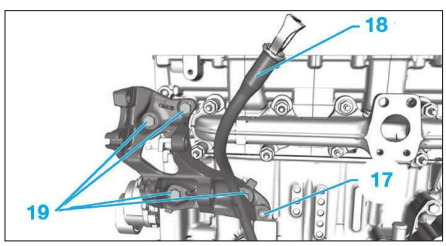
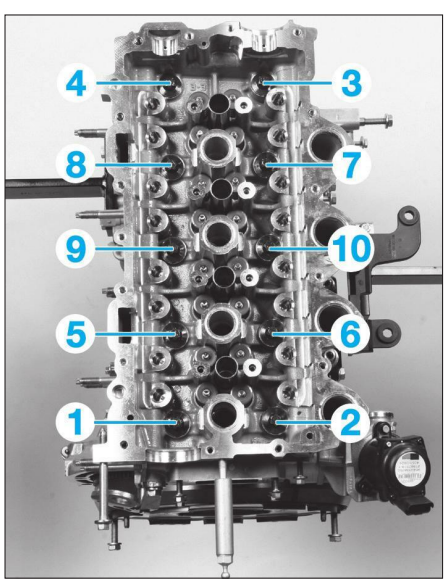
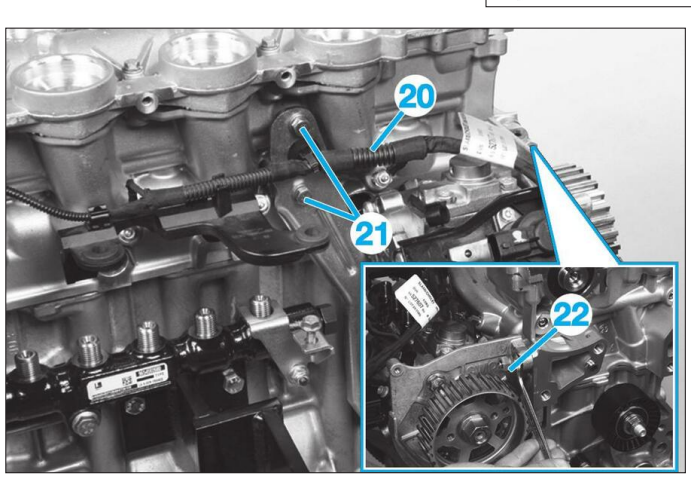

**Fig. 79**
**Fig. 81**
**Fig. 80**
- l'échangeur thermique de recyclage des gaz d'échappement (10),
- la vanne EGR (11),
- la courroie d'accessoires (12),
- la courroie de distribution (13),
- la pompe de direction assistée (14) (voir chapitre "Direction"),
- le boîtier de sortie d'eau (15),
- les arbres à cames (16),
- le guide (17) de la jauge à huile (18) **(Fig.79)**,
- les vis du support (19),
- le faisceau des bougies de préchauffage (20) **(Fig.80)**,
- les vis (21) du support arrière de pompe haute pression,
- le goujon de fixation supérieur (22),
- les vis de fixation de la culasse dans l'ordre indiqué **(Fig.81)**.